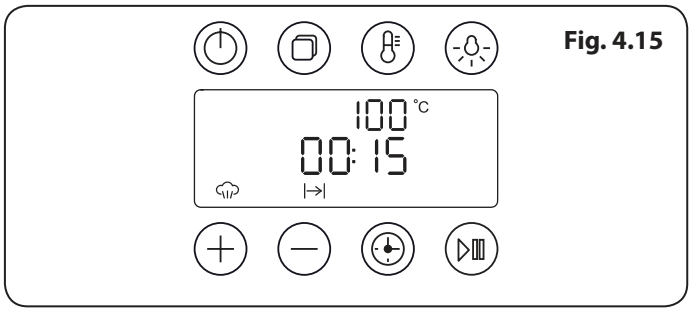
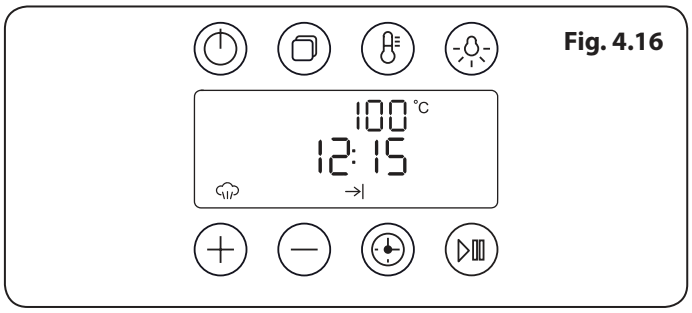

Fig. 4.15
Fig. 4.16
4. Tryck på start-/pausknappen. Displayen kommer att visa 'tillagningsperioden' (**Fig. 4.15**) och 'sluttiden' (**Fig. 4.16**).